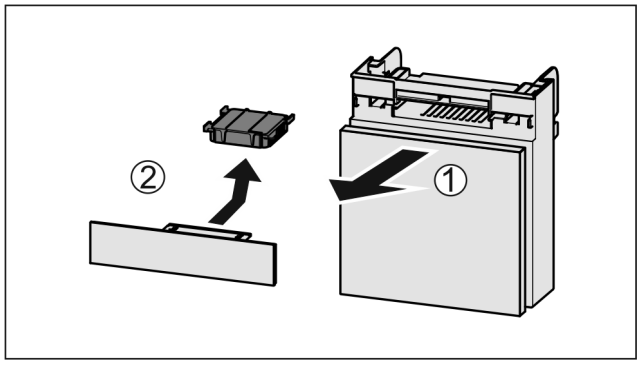

Fig. 230
▶ Pull out the compartment *Fig. 230 (1)*.
▶ Remove the carbon filter *Fig. 230 (2)*.